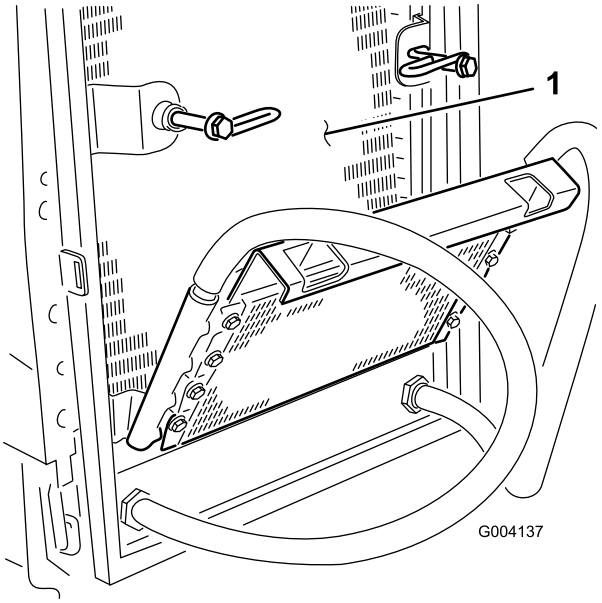

Figur 52
6. Rengör noga på båda sidor om oljekylaren och kylaren (Figur 52) med tryckluft.